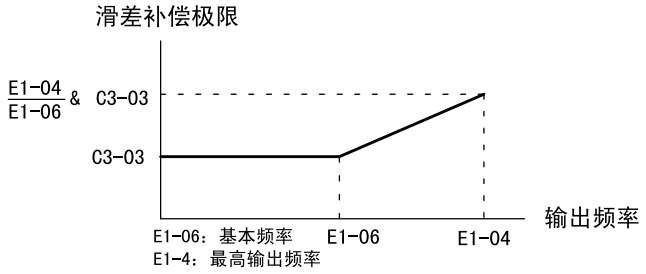

图 7.28　滑差补偿限值
• 在恒力矩领域、恒功率领域，滑差补偿极限，如图 7.28 所示